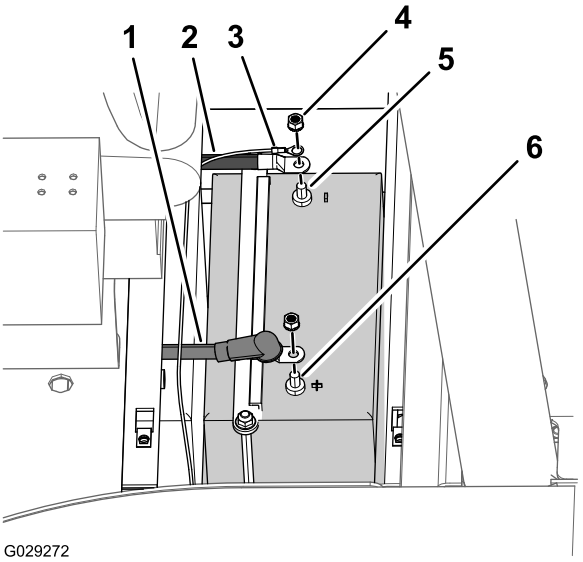

Figura 115
6. Retire la tuerca con arandela de freno (3/8") que sujeta el cable negativo de la batería y el terminal de anillo al borne negativo de la batería, y retire los cables de la batería (Figura 115).
7. Mueva hacia atrás el capuchón aislante y retire la tuerca con arandela de freno (3/8") que sujeta el cable positivo de la batería al borne positivo de la batería, y retire el cable de la batería (Figura 115).
1. Conecte el cable positivo de la batería al borne positivo de la batería (Figura 115) con la tuerca con arandela de freno (3/8") que retiró en el paso 7 de Antes de desconectar los componentes (página 77).
3. Conecte el cable negativo de la batería al borne negativo de la batería (Figura 115) con la tuerca con arandela de freno (3/8") que retiró en el paso 6 de Antes de desconectar los componentes (página 77).